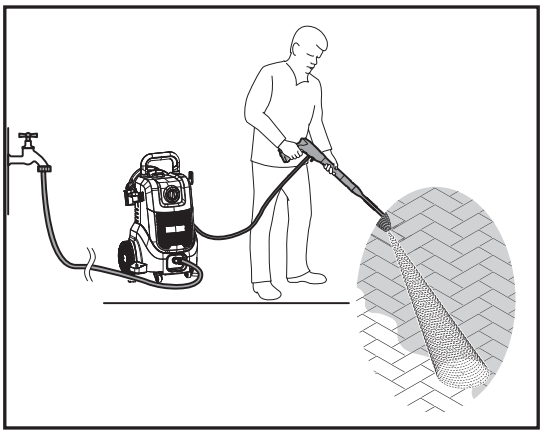

Fig. 20
2. Set a required spray pattern if using the variable nozzle (20).
4. Hold the spray gun (16) with both hands.
5. Switch on the machine by rotating the on/off rotary switch (3) to **"I"** position.
7. Fully press the spray gun trigger (16a) to start the water jet as shown in Fig. 20.